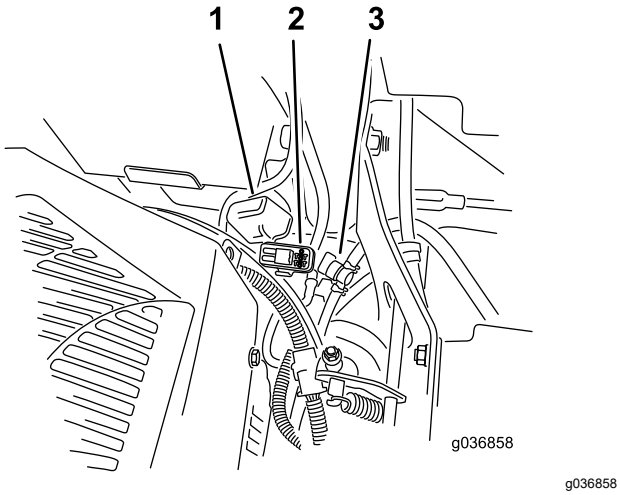

**Figur 53**
**Merk:** For MyRide-maskiner må du påse at jordkabelen ikke gnis mot slepearmen eller nedre støtdemperfeste (Figur 53).
Sikringene befinner seg i den høyre konsollen ved siden av setet (Figur 53).
2. Sett inn en ny sikring (Figur 53).